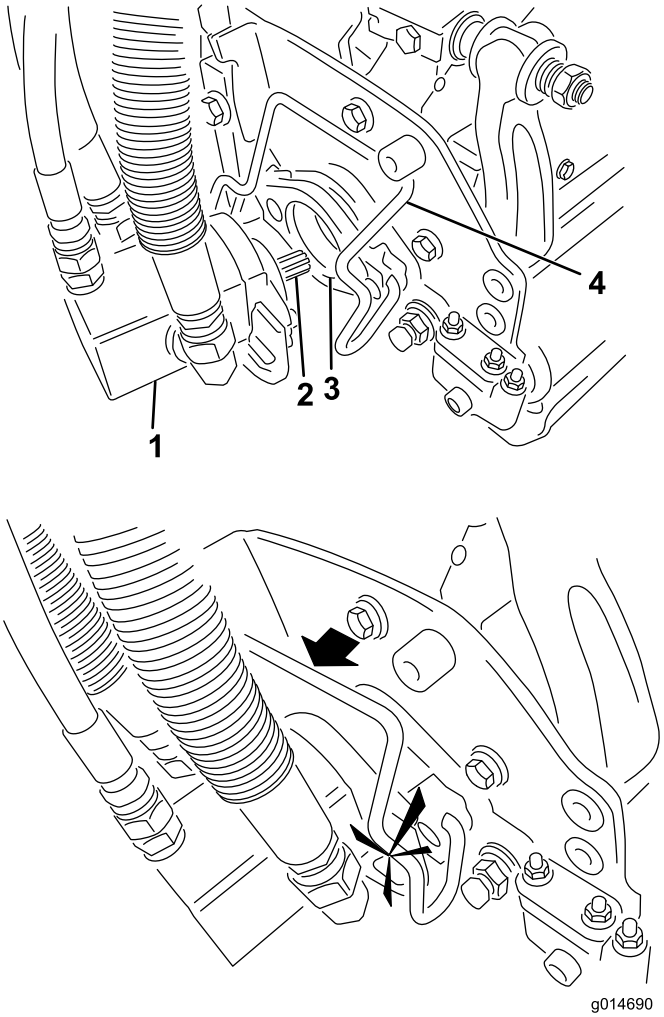

Figur 32
5. Stryk på rent fett på klippenhetsmotorns räfflade axel (Figur 32).
6. För in motorn på vänster sida av klippenheten (sett från förarsätet) och dra motorfäststaget på klippenheten mot motorn tills du hör ett klickljud från båda sidorna av motorn (Figur 32).